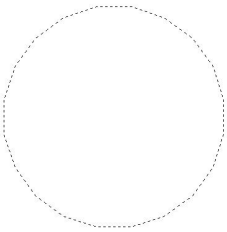

图 13-6-11
6、 在填充区域内部单击，指定填充区域，如图 13-6-11。